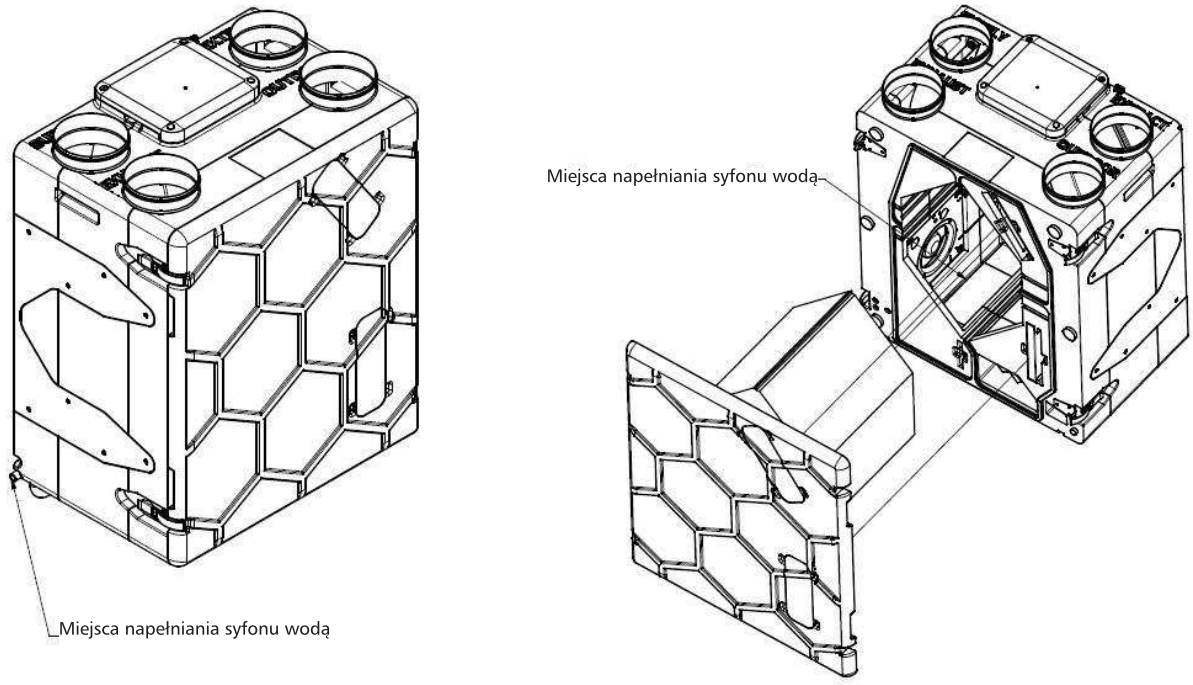

Rys. 16 - Miejsca napełniania syfonu wodą
4. Napełnij syfon wodą przez dwa dostępne punkty (zob. Rys. 16).